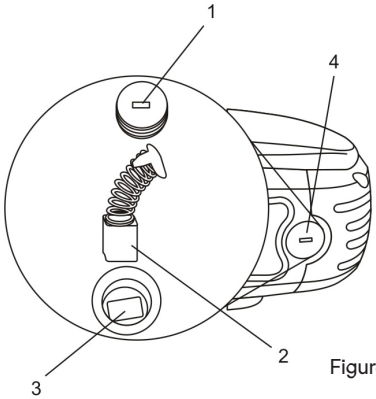

Figure 7
1. Utiliser un tournevis plat de 3/16 po (4 mm) et retirer un capuchon de balai (1) (Figure 7). Tourner le capuchon de balai dans le sens antihoraire afin de le retirer du logement du moteur.
2. Retirer le ressort et le balai (2) du support de balai (3) dans le logement du moteur (4).